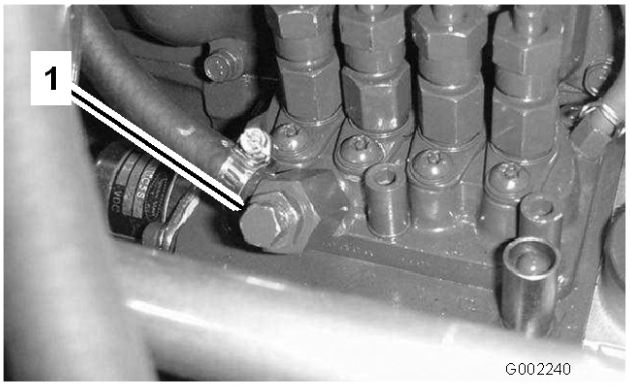

Figur 43
7. Öppna avluftarskruven på insprutningspumpen (Figur 43).